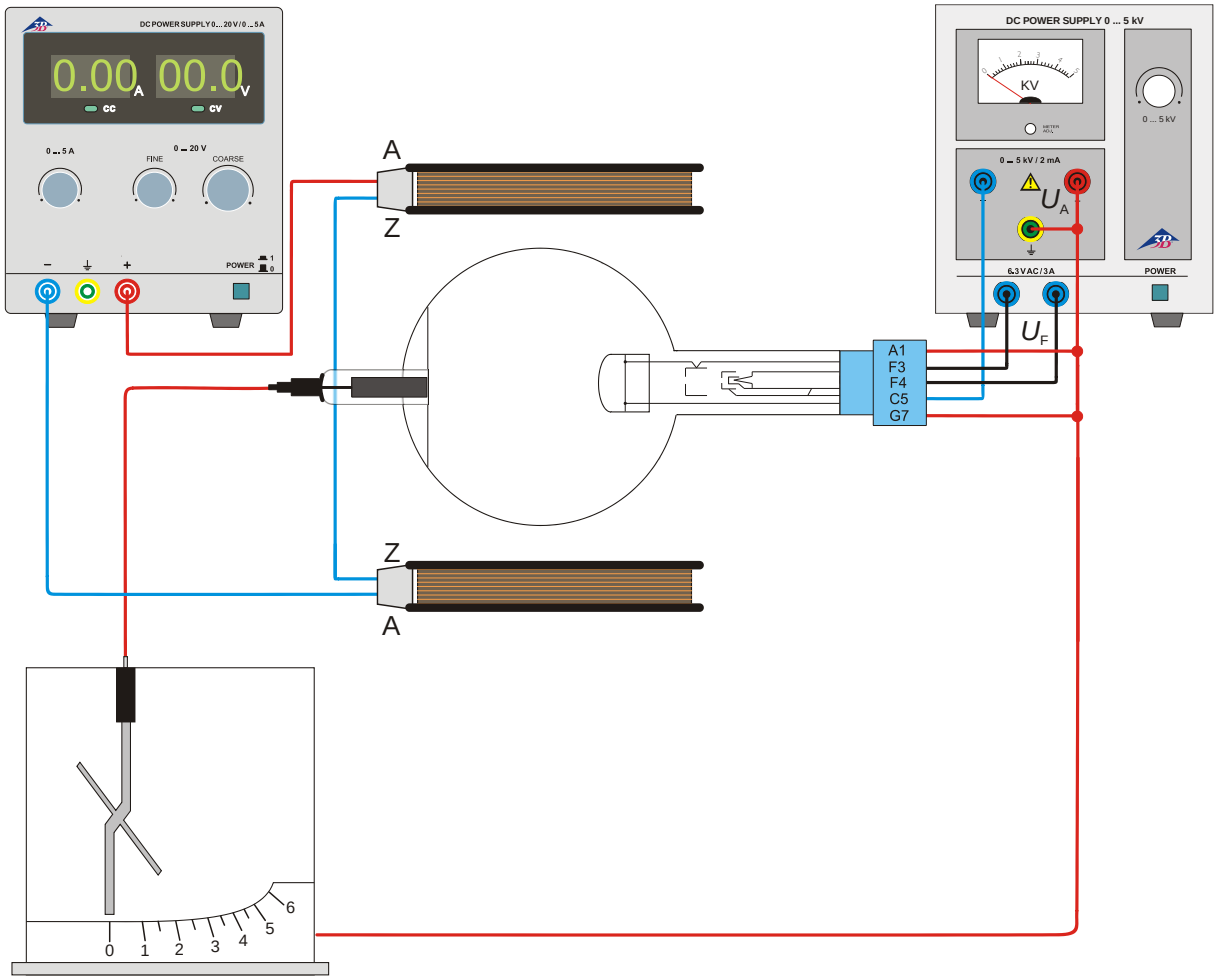

Fig. 1 Nachweis der Partikelnatur der Kathodenstrahlen und Bestimmung ihrer Polarität
- Beschaltung gemäß Fig. 1 herstellen.